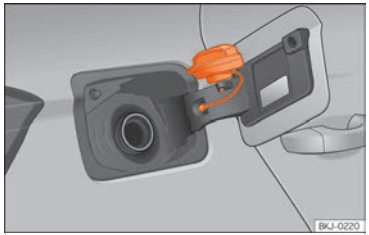

Fig. 149 Tapa del dipòsit amb el tap encaixat.
- Poseu-lo en l'espai que hi ha a la frontissa de la tapa oberta ››› fig. 149.